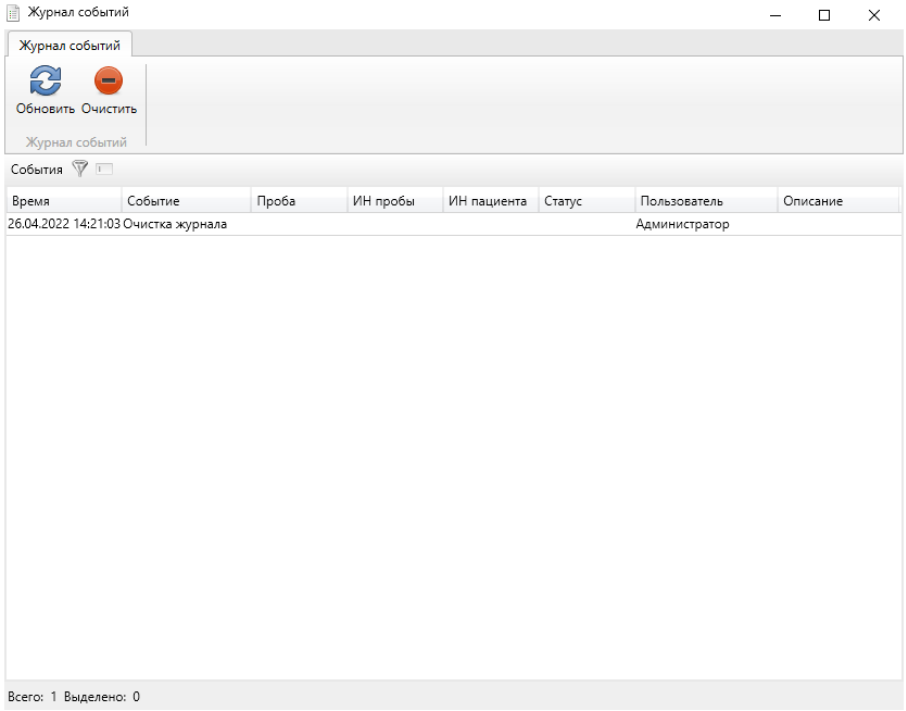

Рисунок 61 — журнал событий
- «Журнал событий» — просмотр журнала событий, в котором сохраняются все действия пользователей по созданию и удалению проб, а также изменению статусов (рисунок 61).